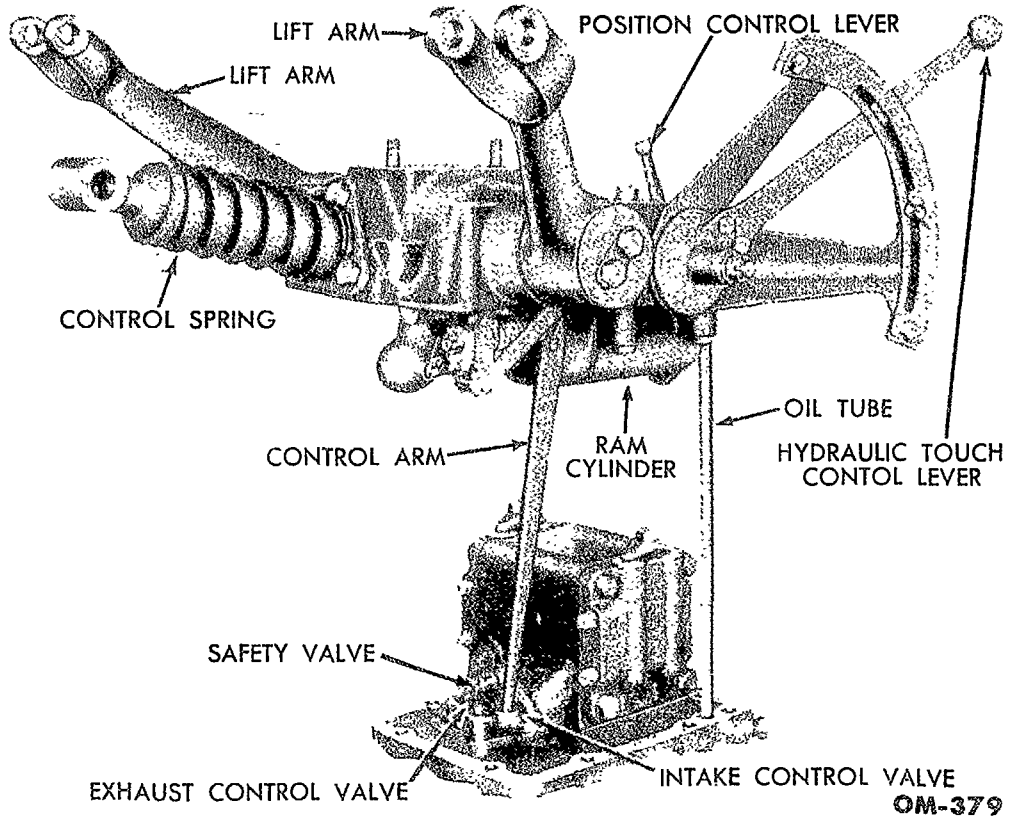
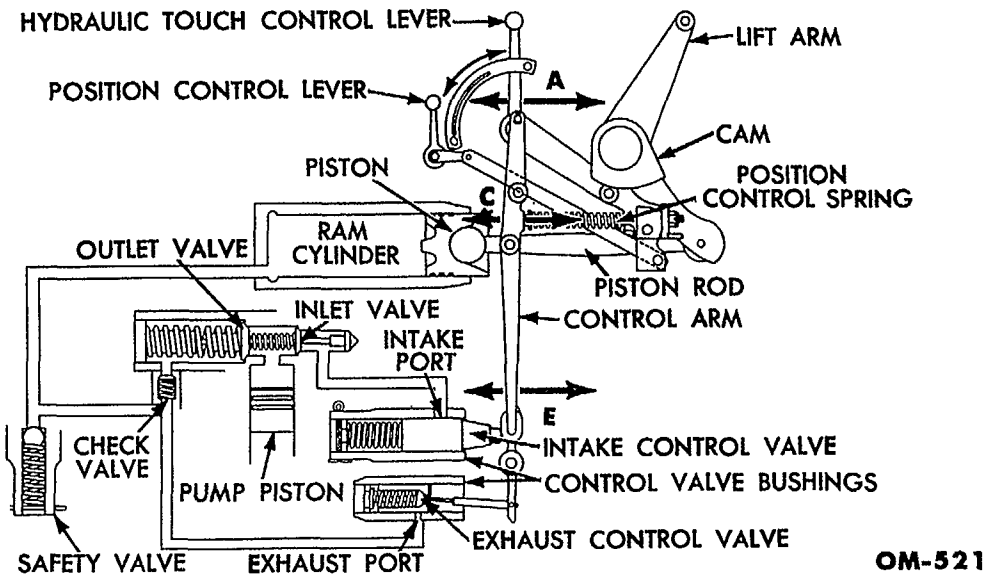
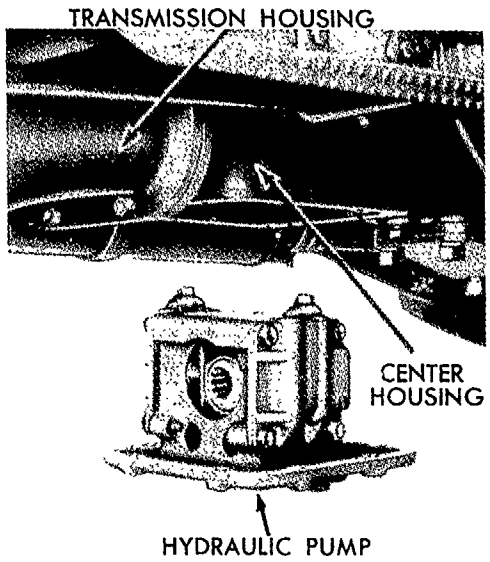

Fig. 62—Hydraulic Control
Fig. 64—Position Control
Fig. 66—Hydraulic Pump Replacement
a. Ram Cylinder. The ram cylinder and piston are used to support the lower links. Fig. 62 shows the ram cylinder. When there is no oil in the ram cylinder, the links are in the lowered position. The links are in the raised position when the ram cylinder is full of oil. Inter-
(6) *VARIATION IN SOIL TEXTURE.* Variations in soil texture will change slightly the draft on an implement. If the draft tends to increase, the action of the hydraulic control is the same as outlined in subpar. (4). If soil variation tends to decrease the draft, the action of the hydraulic control is similar to subpar. (5). When necessary, the operator may easily make small adjustments with the hydraulic touch control lever.
e. Position Control. The position control is illustrated in fig. 62. For position control operation, the position control lever is placed in the vertical position. When using position control, the control arm functions on points A, C, and E (fig. 64). Pivot point A is manually positioned by the hydraulic touch control lever. Pivot point C is positioned by the cam on the lift arm assembly. A lowering of the lift arms will move point C to the left. Point E can position the control valves in an intake, neutral, or exhaust position. The following subpars. list the sequence of events in position control.
unit into the center housing. As the hydraulic unit is being lowered, carefully fit the control arm into the socket in the control valve arm (fig. 62). Before securing the unit, move the hydraulic touch control lever, and check to determine whether the control valves follow the lever movement without binding. After the hydraulic unit is in position, insert the cap screws, and install the inspection plate. Attach the lift rods to the lift arms. Attach the control spring to the yoke. Install the tractor seat.
To install the hydraulic pump, remove the inspection plate on the right side of the center housing. Insert the pump into the center housing (fig. 66). Make sure the control arm enters the socket on the control valve arm (fig. 62). Install the pump base cap screws, but do not tighten. Install the power take-off shaft as outlined in section 372. Tighten the pump base cap screws before filling the transmission with oil.